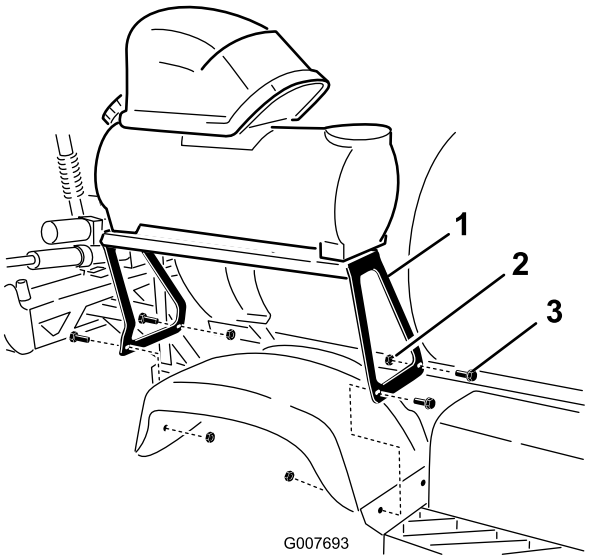

Figura 5
3. Instale el soporte en los taladros del guardabarros trasero derecho usando 4 pernos de cuello cuadrado (5/16 x 1/4 pulgada) y 4 contratuercas (5/16 pulgada), según se muestra en Figura 5.